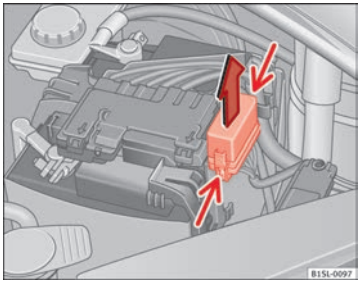

Fig. 150 In the engine compartment: fuse box cover
- Press the attachment tabs in the direction indicated by the arrow (thin arrows) to release the fuse box cover ⇒ Fig. 150.